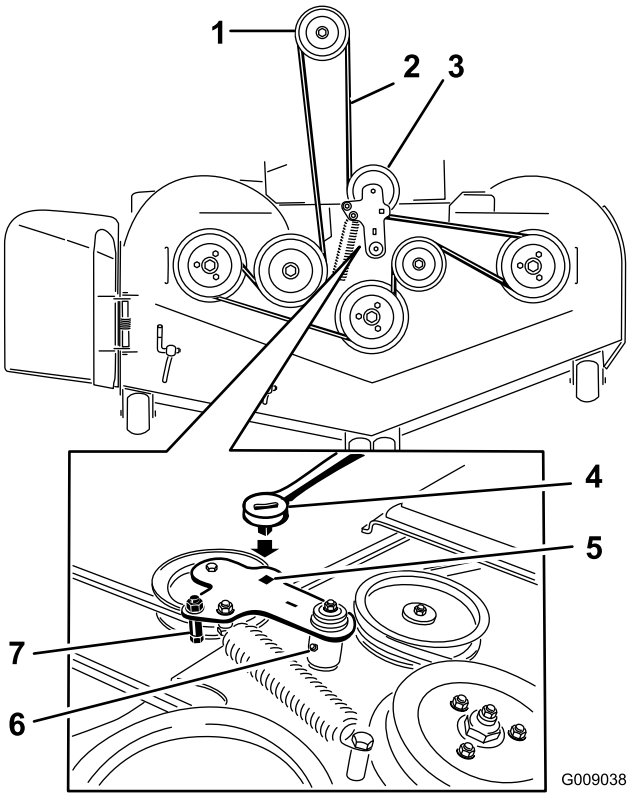

Figura 73
5. Utilice una llave de carraca en el taladro cuadrado del brazo tensor para aliviar la tensión del muelle tensor (Figura 73).
7. Retire la guía de la correa del brazo tensor tensado con muelle según lo ilustrado en Figura 73.
9. Pase la correa nueva alrededor de las poleas del cortacésped y de la polea del embrague, debajo del motor (Figura 73).
10. Instale la guía de la correa en el brazo tensor según se muestra en Figura 73.
11. Utilizando la llave de carraca en el taladro cuadrado, instale el muelle tensor (Figura 73).